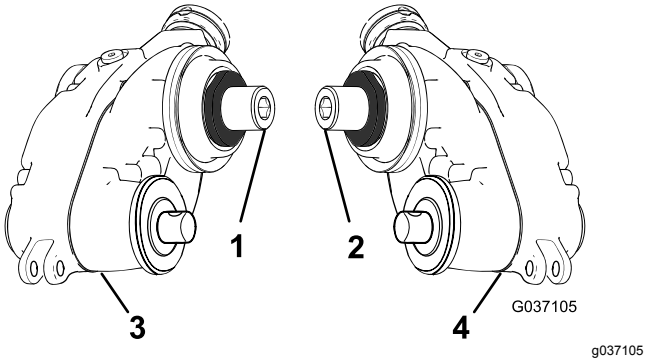

Figur 7
1. Identificer trimmerdrevboksene i venstre side og trimmerdrevboksene i højre side. Se Figur 7.